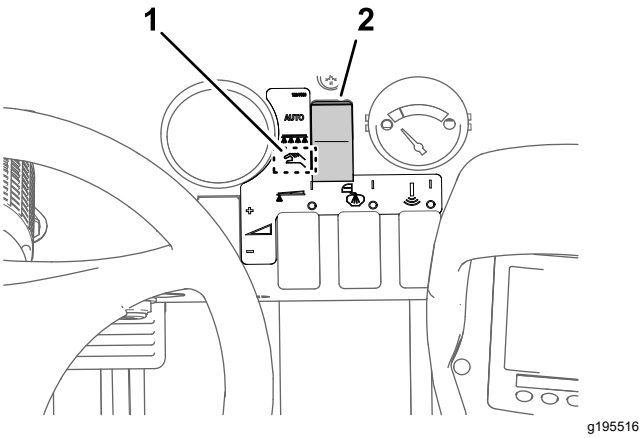

Figur 46
2. Ange manuellt läge med hjälp av sprutlägesknappen (Figur 46).